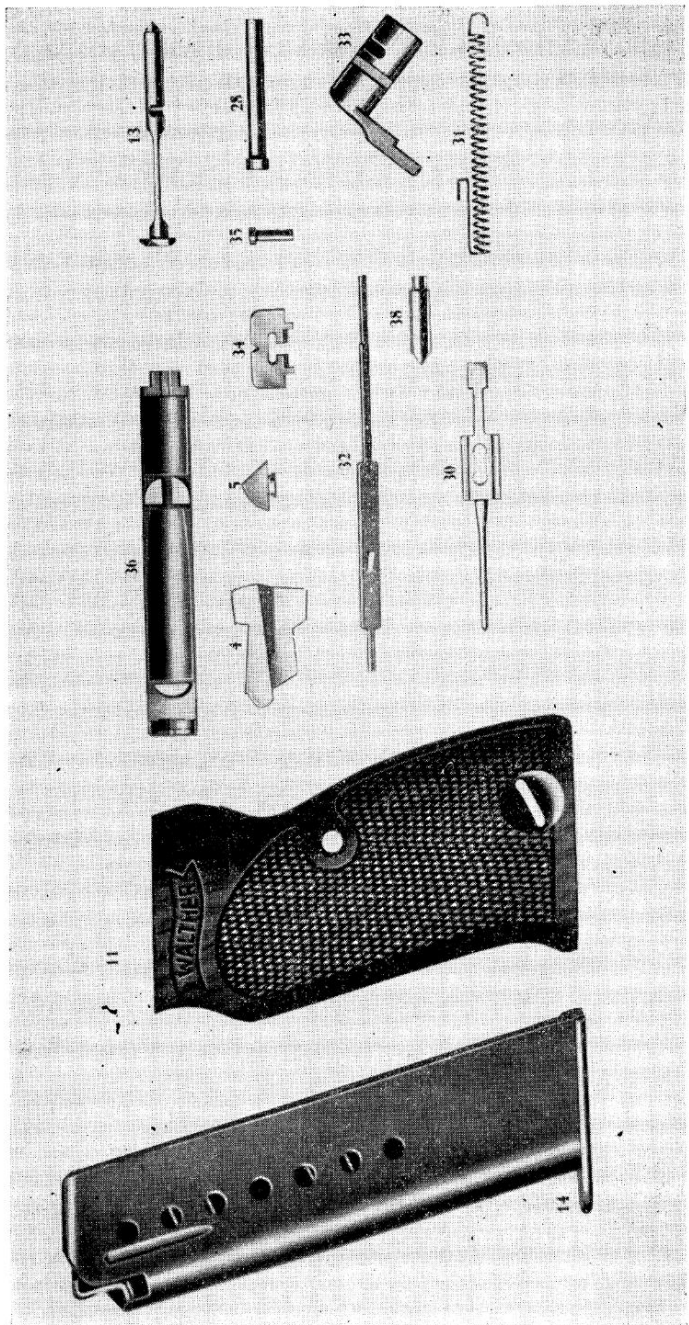

FIGURE 6D. MAGAZINE, GRIP, LOCK, AND SLIDE ASSEMBLY, HAMMERLESS ARMY MODEL. (See Parts List, Figure 6A.)
* The underside of the slide is numbered 36 in Figure 6D.